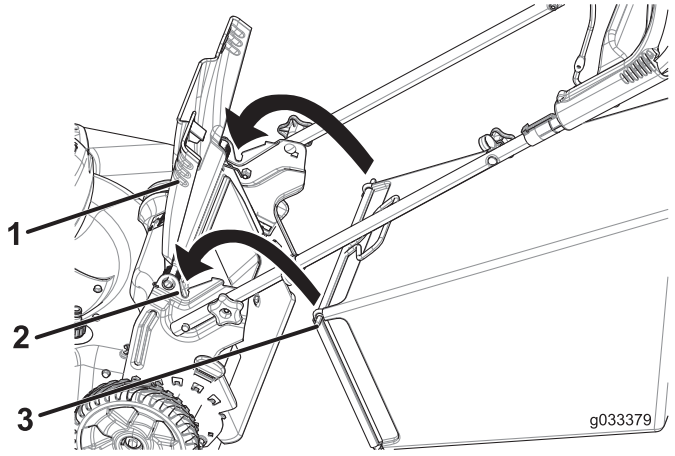

Figure 21
1. Soulevez le déflecteur arrière et gardez-le dans cette position (Figure 21)
2. Montez le bac à herbe en veillant à placer les ergots dans les crans du guidon (Figure 21).